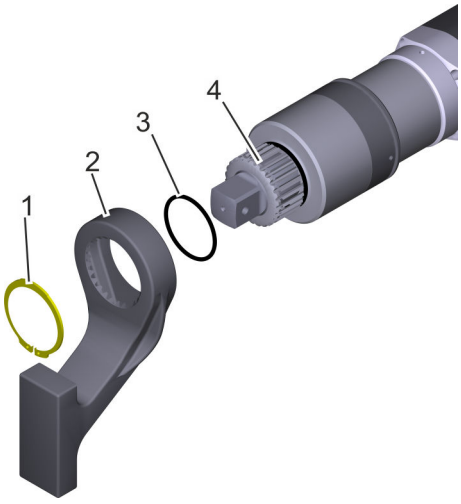

Fig. 17: Asegurar el brazo de reacción
Introduzca con cuidado la junta tórica (Fig. 17/3) en el elemento dentado (Fig. 17/4) del atornillador.
3. Encaje el brazo de reacción (Fig. 17/2) en el elemento dentado.
4. Coloque el circlip (Fig. 17/1) con los alicates (Fig. 18) y fíjelo.